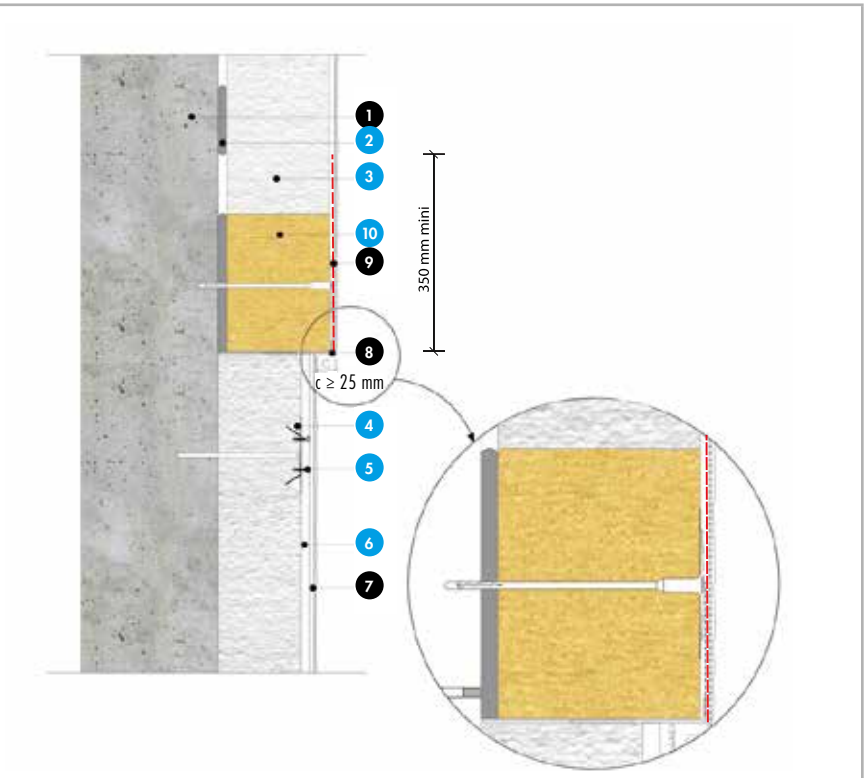

Fig. 2 : Traitement du pied de vêtage - Protection par plaque Aquapanel® Outdoor
**Nomenclature de la figure 2**